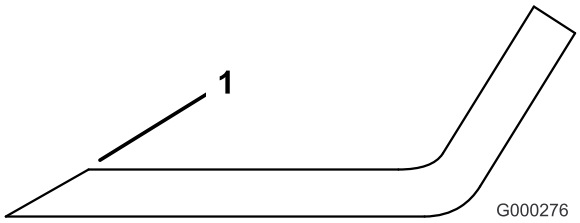

Figur 79
1. Anvend en fil til at slibe begge ender af skærekniven (Figur 79). Bevar den oprindelige vinkel. Skærekniven bevarer balancen, hvis der fjernes den samme mængde materiale på begge skærekanter.